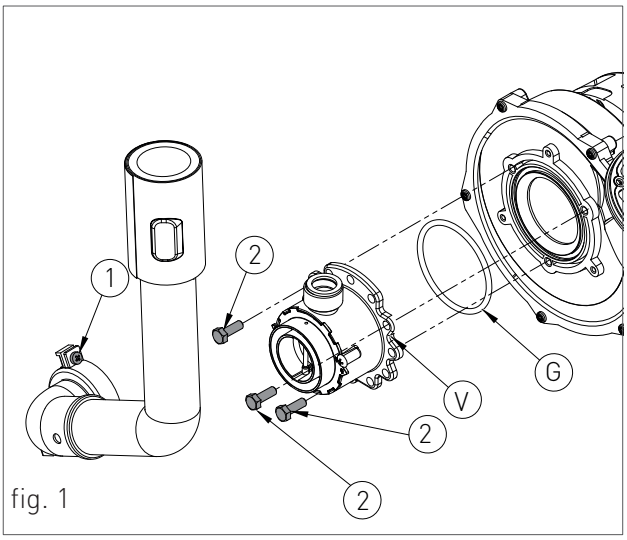

fig. 1
- allentare le due viti '1' (fig.1) dalla boccola di fissaggio, e rimuovere il tubo di aspirazione aria;
- svitare le tre viti di fissaggio '2' (fig.1) del venturi 'V' (fig.1) con una chiave da 10, tipo come in figura 2;
- rimontare i componenti procedendo in senso inverso rispetto alle operazioni di smontaggio assicurandosi che venga rimontata la guarnizione 'G' come in fig.1;